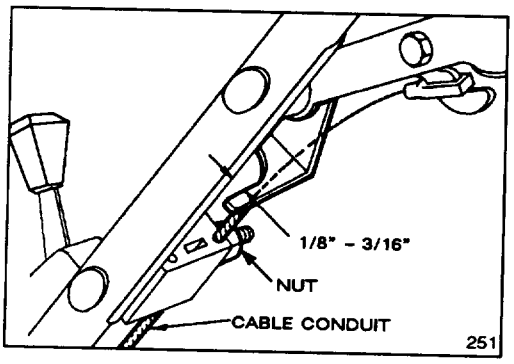

**Figure 24**
3. ADJUST CABLE CONDUIT (Fig. 24)—Loosen nut on cable bracket. Insert 1/8"-3/16" object between brake lever and handle. Pull down on cable conduit until all slack is removed from wire. Then tighten nut.